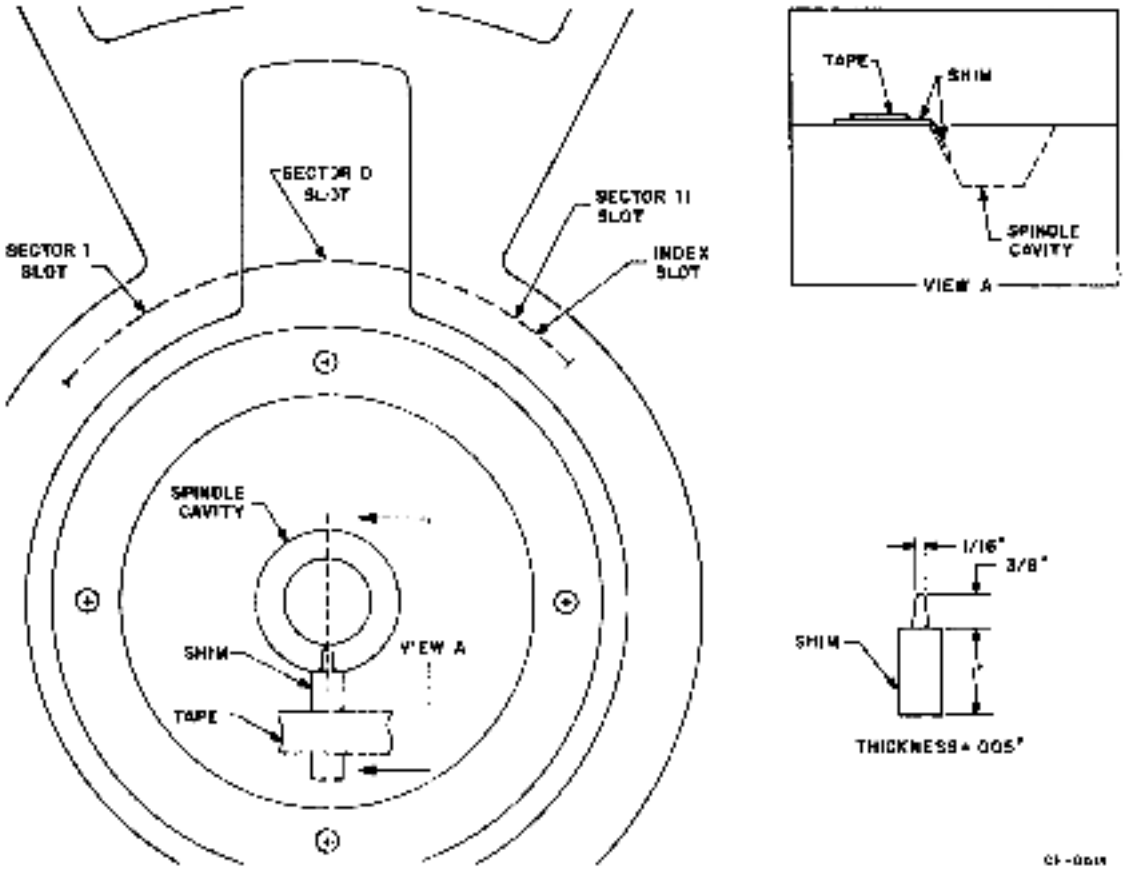

Figure 6-2 CE Test Cartridge Shim Installation
6.2.1.2 2315 CE Test Cartridge Shim Installation – (To be used only when an RK05K-AC alignment cartridge is not available.) Before a 2315 CE test cartridge can be used for any RK05 alignment procedure, a .005-inch shim must be installed in the disk hub. Because the 2315 cartridge is recorded at low density and the RK05 uses a high-density cartridge, this shim is required to accentuate the wobble of the low-density cartridge and allow it to be used for high-density alignments. To install the shim properly, trim a piece of .005-inch shim stock as indicated in Figure 6-2 and attach it to the disk hub as follows:
1. Locate sector 00 by holding the cartridge upside down and observing the sector slots in the metal lip of the disk hub (Figure 6-2). Rotate the disk clockwise inside the plastic case until two slots close together are located (sector 11 and index slots). Continue to rotate the disk clockwise, stopping at the next slot (sector 00).